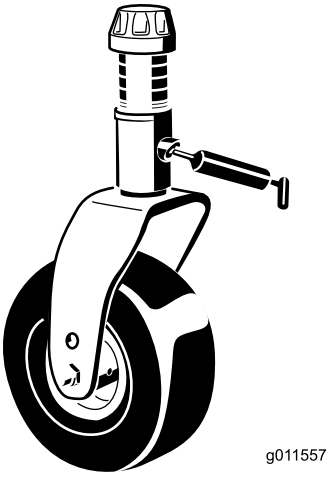

**Figuur 63**
- 2 lagerbussen van de as van de zwenkwielvork (Figuur 63)